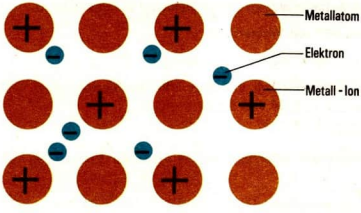

Abb. 27 Modell des Metallkristalls (flächenhafte Darstellung)
Metallkristalle bestehen demzufolge aus Metallatomen, elektrisch positiv geladenen Metall-Ionen und frei beweglichen Elektronen (Abb. 27). ① ②